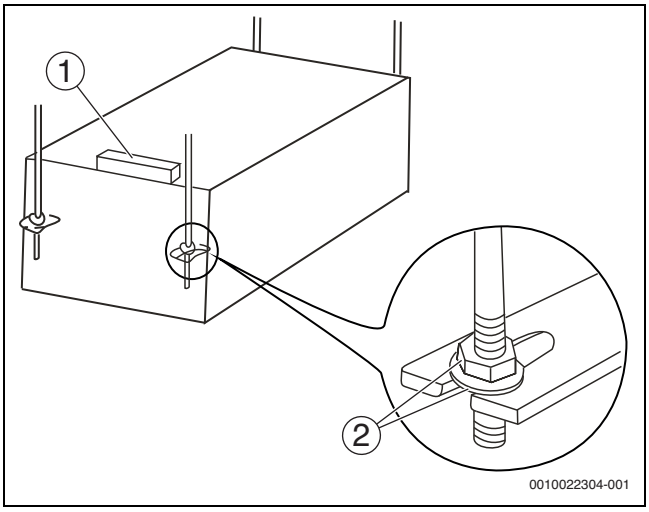

Рис. 9
3. Используйте уровень, чтобы расположить корпус блока горизонтально (→ рис. 9). (Запрещается наклонять блок в сторону от сливной системы. Следует наклонить его в сторону слива воды.)